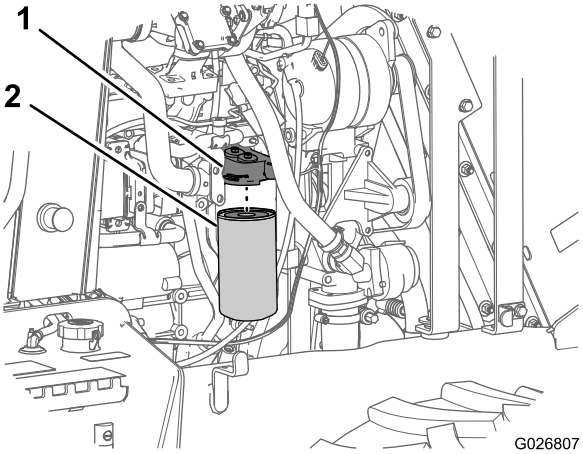

Figura 65
2. Collocate una piccola bacinella di spurgo sotto il filtro dell'olio (Figura 65).
3. Ruotate il filtro dell'olio a sinistra e rimuovetelo (Figura 65).
7. Allineate il nuovo filtro dell'olio con la testa del filtro dell'olio e ruotatelo a destra fino a che la guarnizione del filtro viene a contatto con la testa (Figura 65).
8. Serrate a mano il filtro dell'olio da 3/4 di giro a 1 giro completo aggiuntivo (Figura 65).